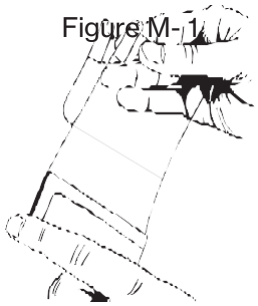

Figure M- 1
- Identify Tab 1 and Tab 2 prior to removing any protective layer. Peel back adhesive Tab 1, from the bottom, to expose half of the protector (see Figure M-1).